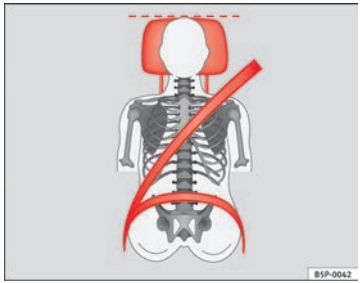

Fig. 12 Correct seat belt and head restraint positions, viewed from front
- **The shoulder part of the seat belt must lie on the centre of the shoulder, never across the neck. The seat belt must lie flat and snugly on the torso ⇒ Fig. 12.**